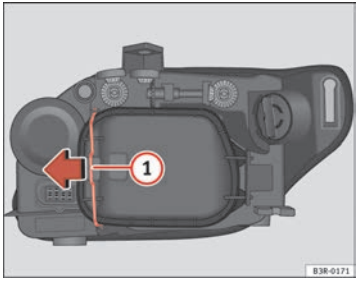

Fig. 222 Side light
Although it is not necessary, previously remove the rigid cover ⇒ page 276, fig. 222 for easier day light bulb changes. ■
- Move the brace ⇒ fig. 222 (1) in the direction of the arrow and remove the rigid cover, separating the brace side and then removing the two tabs from the other end of the cover.